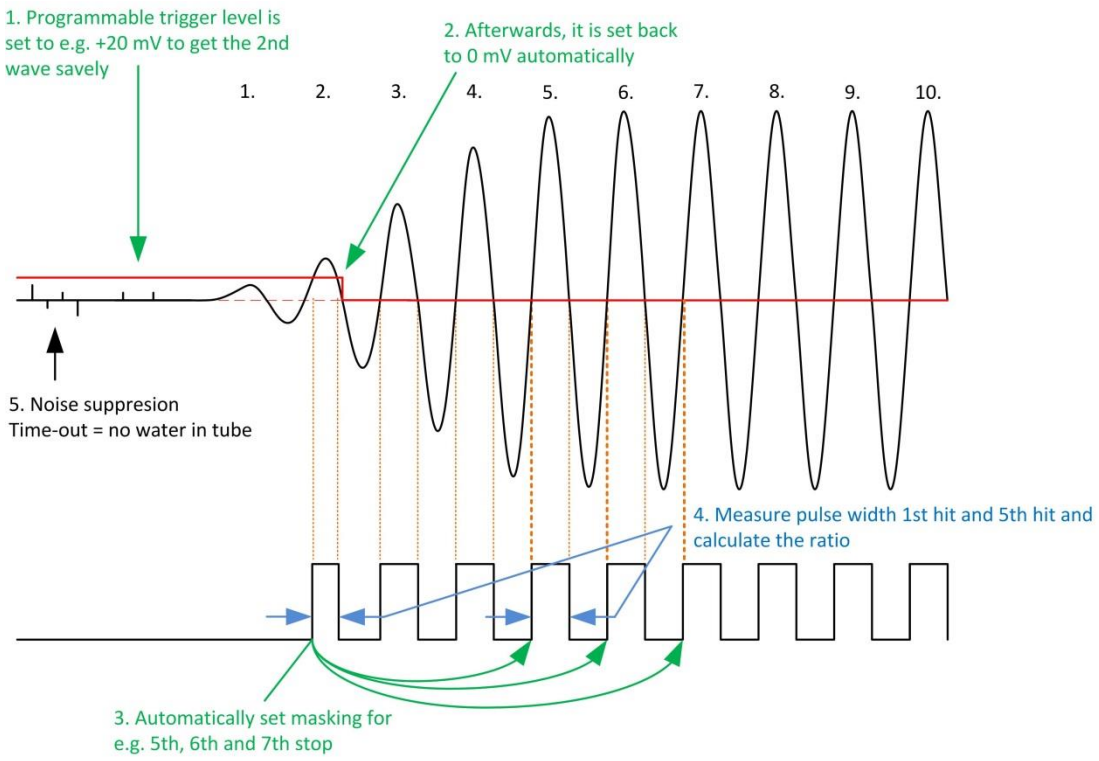

Figure 4-12: First Wave Mode
4. The half wave period (hwp) of the first true time measurement is measured as a reference for the first wave. In the example from figure 4-12 this would be the width of the 5st wave.